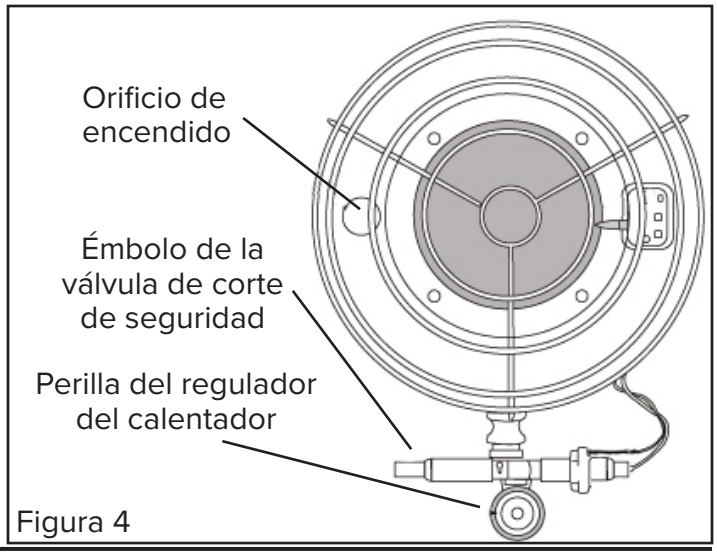

Figura 4
6. Introduzca un cerillo encendido en orificio de encendido del reflector. (Vea la Figura 4)
7. Oprima el émbolo de la válvula de corte de seguridad cinco (5) segundos.